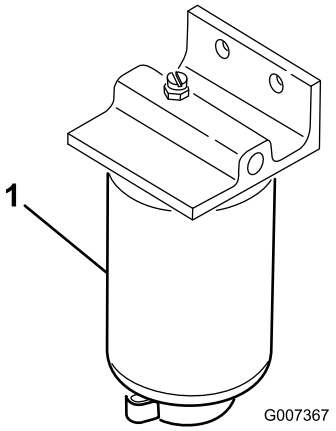

Figur 27
2. Placera ett kärl under filtret (Figur 27).
3. Öppna avtappningspluggen på botten av bränslefiltret och tappa ut eventuellt ansamlat vatten (Figur 27). Dra åt pluggen efter tömningen.